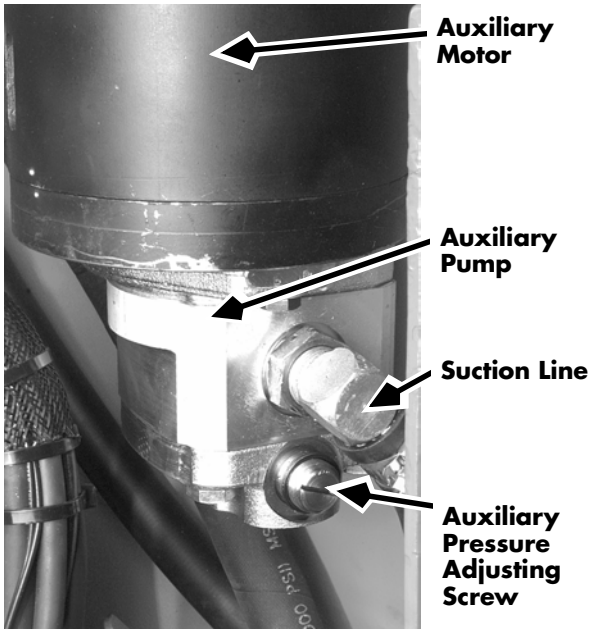

Figure 7-184: Aux Pressure Adjustment Screw, Series EZ-B
5. Remove the cap from the auxiliary pressure adjustment port, located on the auxiliary pump below the suction line. See Figure 7-184.